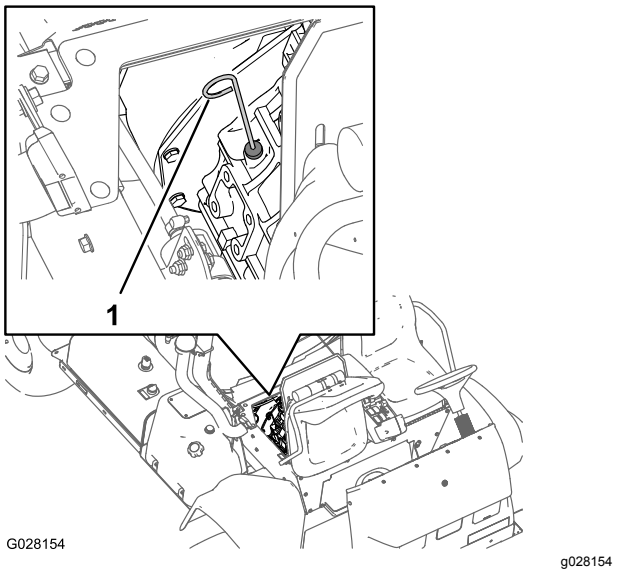

Figur 69
2. Ta ut oljestickan, som sitter under passagerarsätet, och torka av den med en ren trasa (Figur 69).
6. Ta ut oljestickan och kontrollera oljenivån i motorn (Figur 69).
7. Tillsätt långsamt ytterligare angiven olja så att nivån når upp till markeringen FULL på oljestickan (Figur 69).